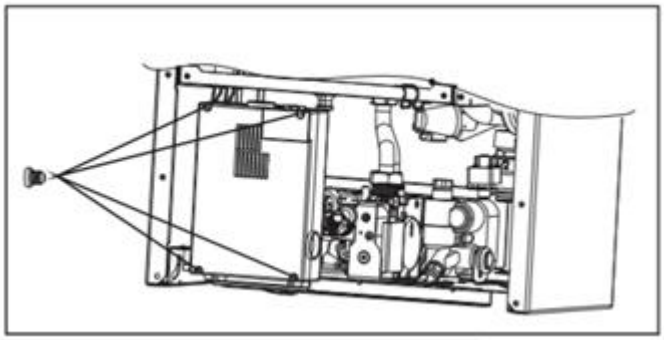

Рис.12
- открутить 4 винта в передней части панели управления (рис.12)